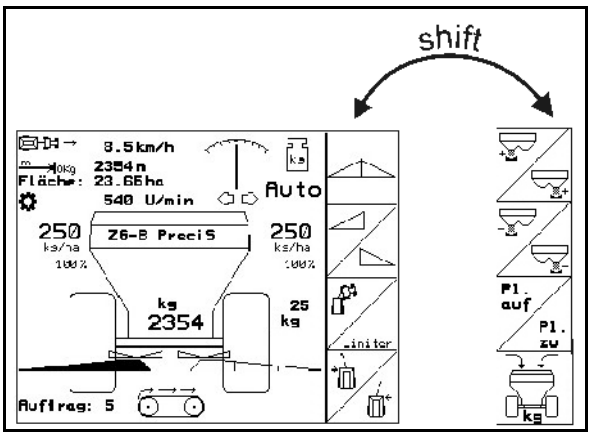

Fig. 11
- You press the Shift key to display more function fields (Fig. 11); the assignment of the function keys changes accordingly.